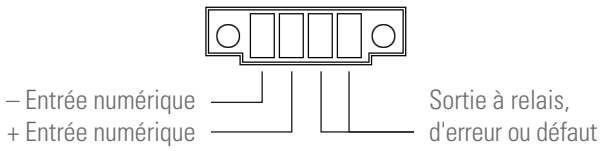

*Fig. 15. Connecteur Entrée numérique-Sortie relais.*
- L'équipement dispose d'un connecteur à quatre broches pour une entrée numérique et une sortie relais (voir Fig. 15).